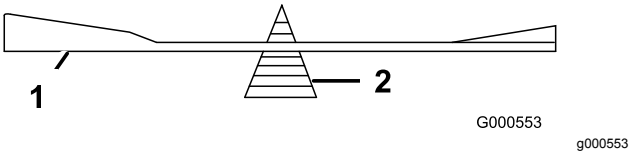

Figur 58
2. Kontroller knivens balance ved at placere den på en afbalanceringsenhed (Figur 58).